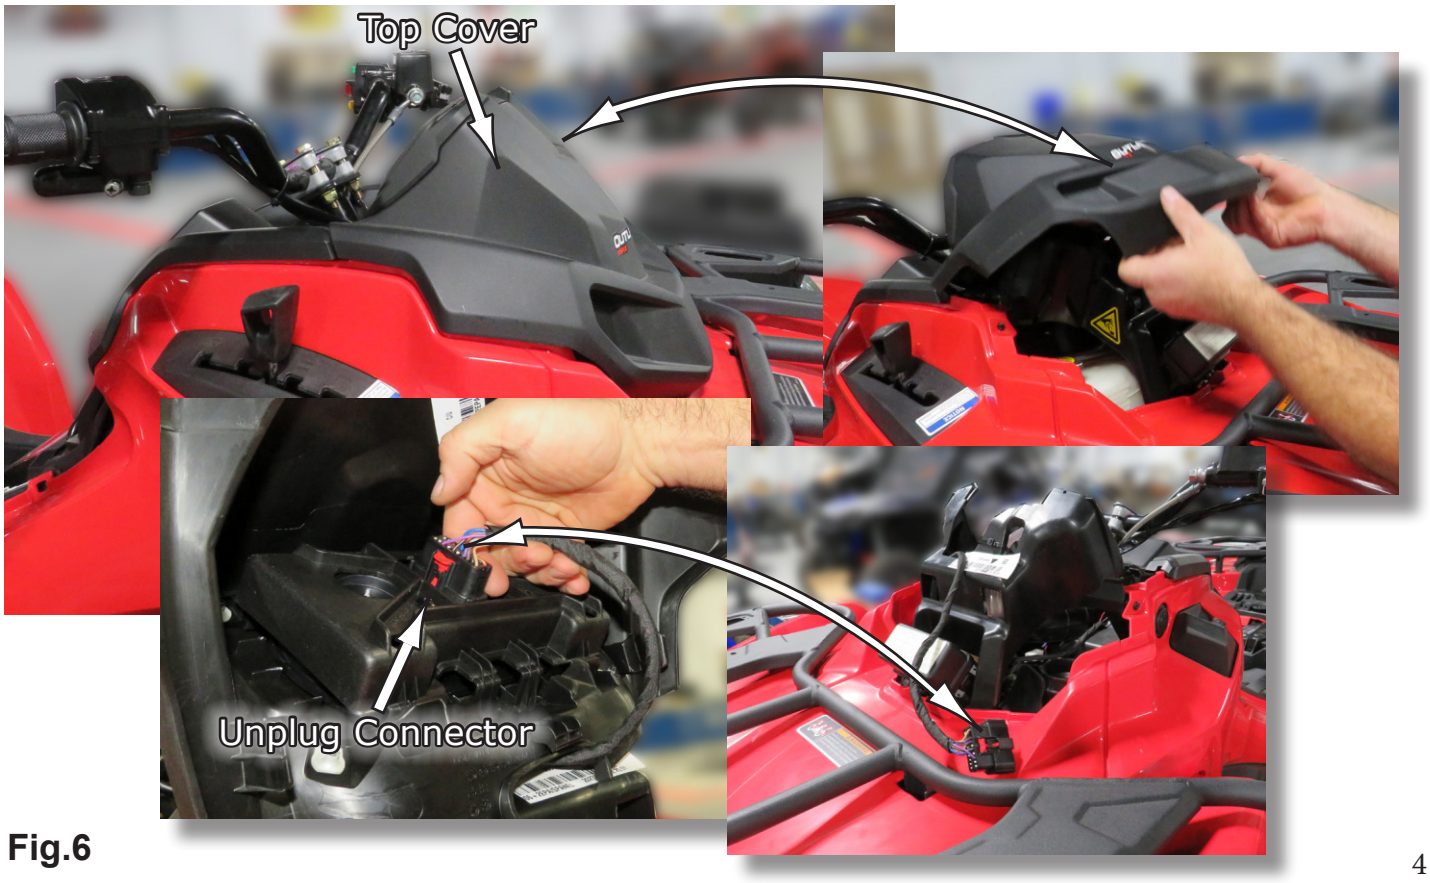

**Fig.6**
**7**. Remove the top cover by lifting up from the front, then unplug the connector from the display and set cover aside as shown in **Fig.6**.